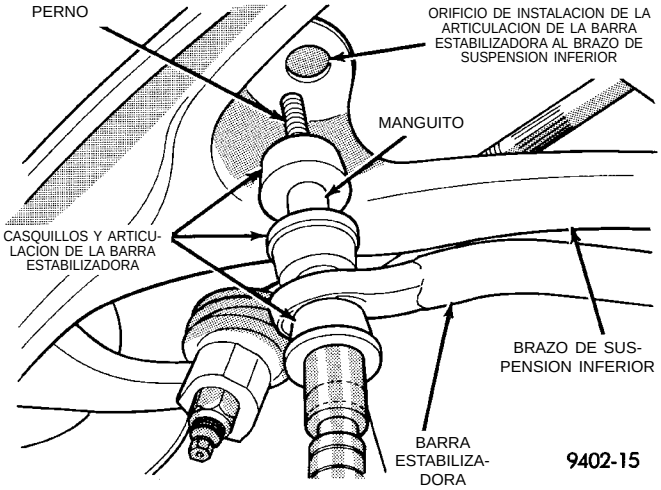

Fig. 44 Fijación de la articulación de la barra estabilizadora al brazo de suspensión
(4) Alinee los orificios de instalación de la articulación de fijación en los brazos de suspensión inferior con los conjuntos de articulaciones de fijación y casquillo (Fig. 44). Instale las articulaciones de la barra estabilizadora en los dos brazos de suspensión inferior. Instale la tuerca de retención y el casquillo de la articulación de fijación a la barra estabilizadora. Apriete la tuerca de la articulación de fijación de la barra estabilizadora (Fig. 44) con una torsión de 28 N·m (21 lbs. pie).
(5) Baje el vehículo de manera que todo su peso se apoye en la suspensión.
(6) Con los brazos de suspensión inferior del vehículo a altura de contén, apriete los pernos de fijación